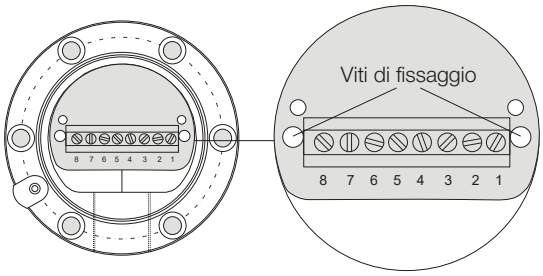

Fig. 4-6: Tipica custodia con morsettiera gruppo costruttivo, piedinatura
4. Rimuovere le due viti di fissaggio (vedere Fig. 4-6) del modulo elettronico.